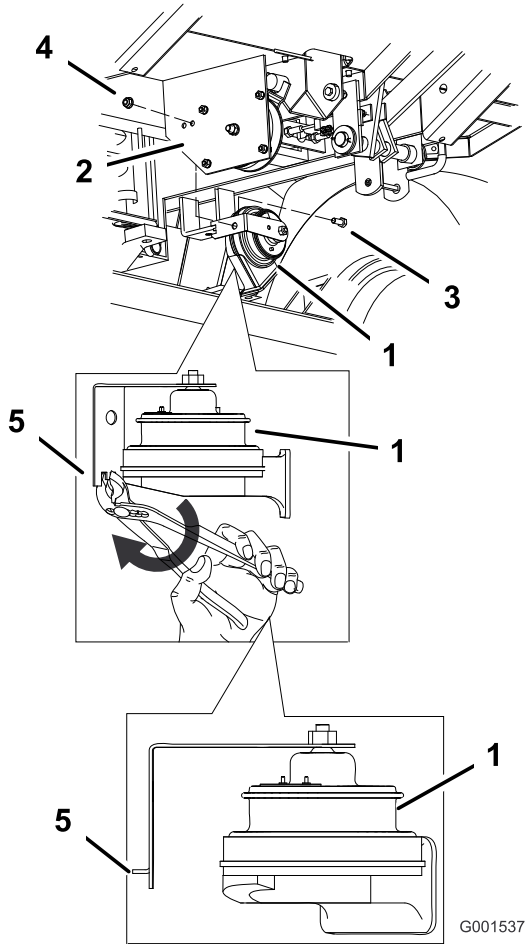

Figur 4
1. Vik mittappen på fästets ände i en 90 graders vinkel (Figur 4).
2. Montera den vikta tappen i hålet som du borrade tidigare. Fäst signalhornet på kopplingsplattan med en bult (5/16 x 3/4 tum) och en flänsmutter (5/16 tum) (Figur 4).